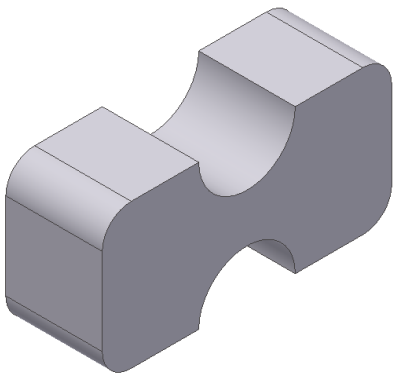

***Figure 18-49*** *Rotated view of filleted model*
4. Choose **OK**; the fillet is added to the model and the model looks similar to the one shown in Figure 18-49.